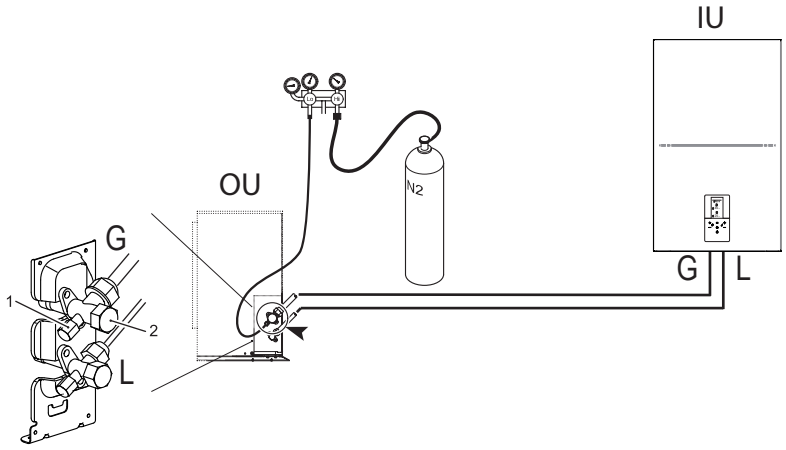

Abb. 12 - Luftdichtheitsprüfung und Leckdetektion
- Entfernen Sie bei vollständig geschlossenen Hähnen der Außeneinheit die Kappe des Versorgungshahns (Det. 1 - Abb. 12) und das Anschlussstück (Det. 2 - Abb. 12) des Gasventils (das größere)